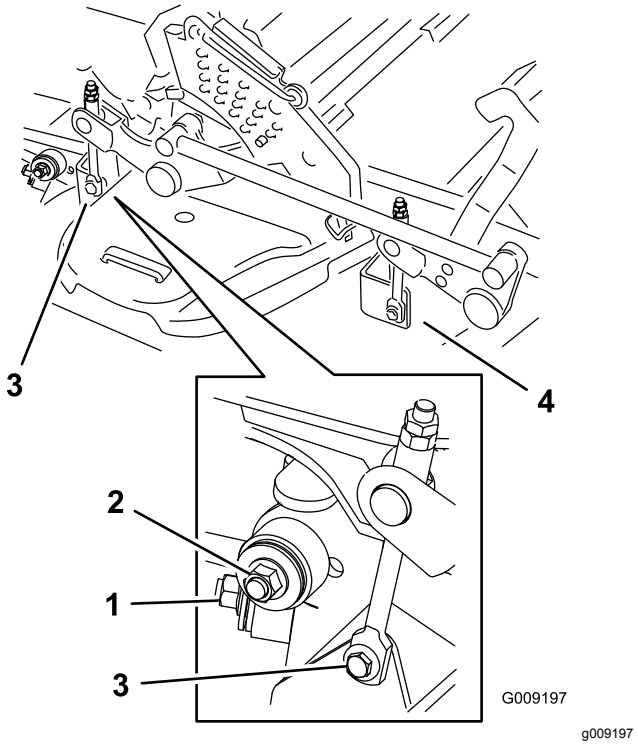

**Figuur 107**
7. Verwijder en bewaar de bevestigingsmaterialen aan beide zijden van het maaidek (Figuur 107).